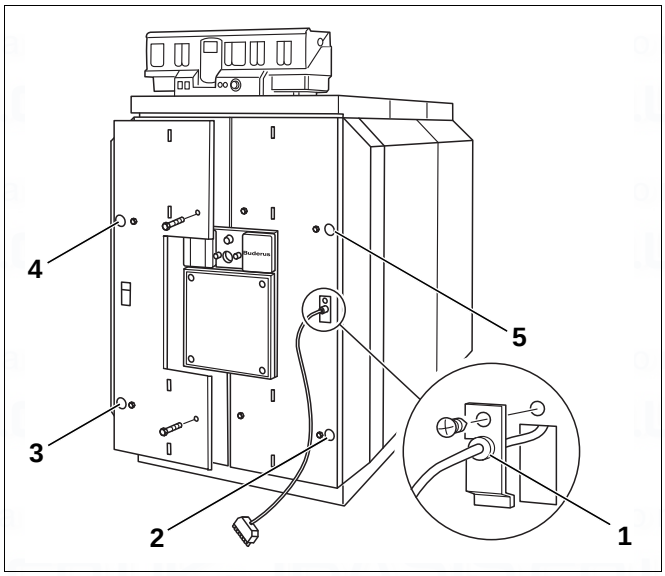

Fig. 57 Install the burner door casing
- Snap burner cable with strain relief into cable entry (Fig. 57, [1]).
- Fit the burner door cladding on the burner door from the front and screw on with four machine screws (Fig. 57, [2] to [5]).